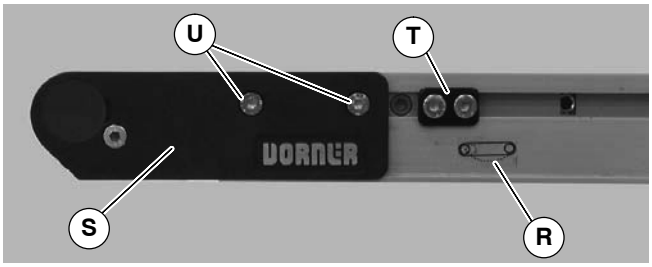

Figure 5
2. On tension end of the conveyor, identified with a label (R of Figure 5), push in head plate assembly (S): On both sides of conveyor, loosen and move cam tracking assemblies (T) (if equipped) away from head plates, then loosen fastening screws (U) and push head plate assembly inward.
7. If equipped with cam tracking assemblies (T of Figure 5), reposition and adjust belt tracking. Refer to "Conveyor Belt Tracking" on page 12.